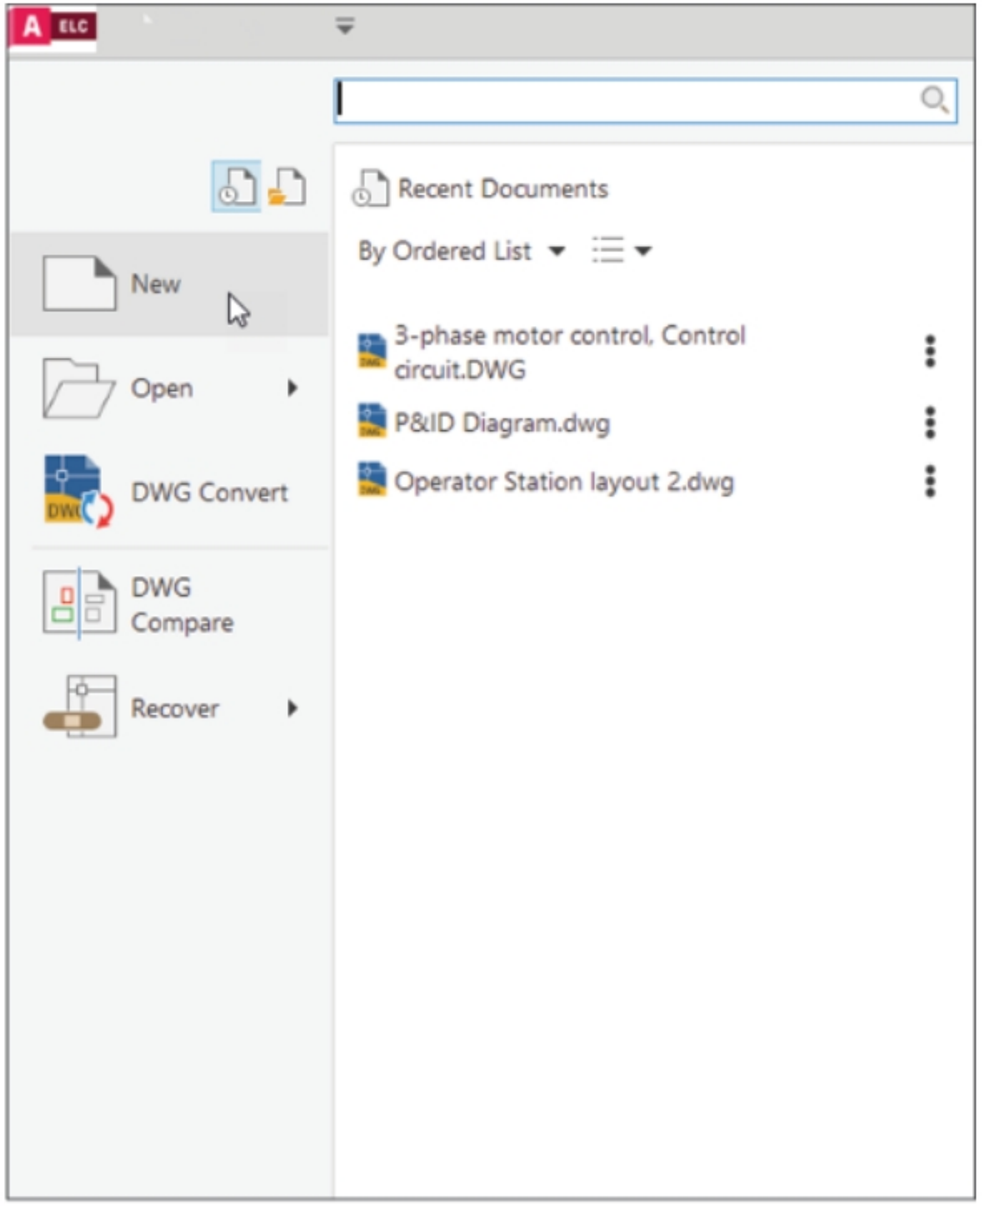
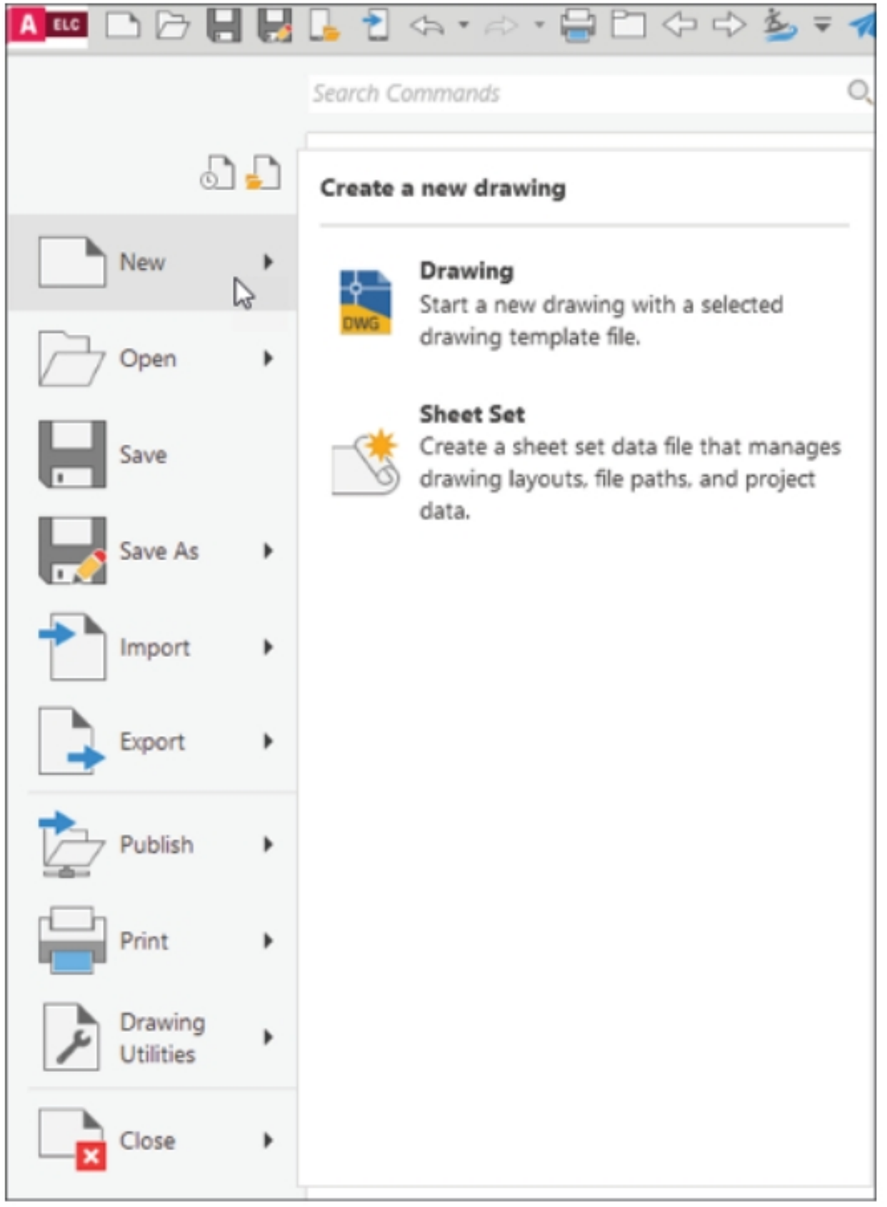

Figure-23. New option when no file is open
Figure-24. Options for new documents
- Click on the **Application** button. The **Application** menu will be displayed as shown in Figure-23 when no file is open in AutoCAD Electrical and as shown in Figure-24 when you have opened a file in AutoCAD Electrical. Click on the arrow next to **New** button in **Application** menu. More options for creating new documents will be displayed.